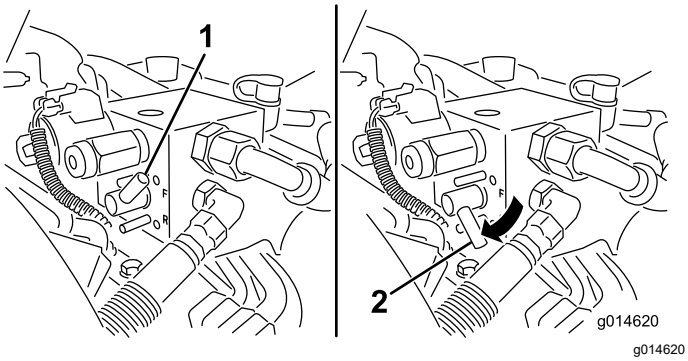

**Rysunek 52**
5. Ustaw dźwignię ostrzenia w położeniu OBROTÓW WSTECZNYCH (R) (Rysunek 52).